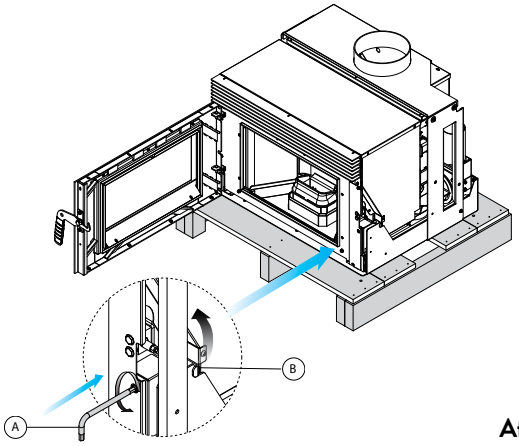
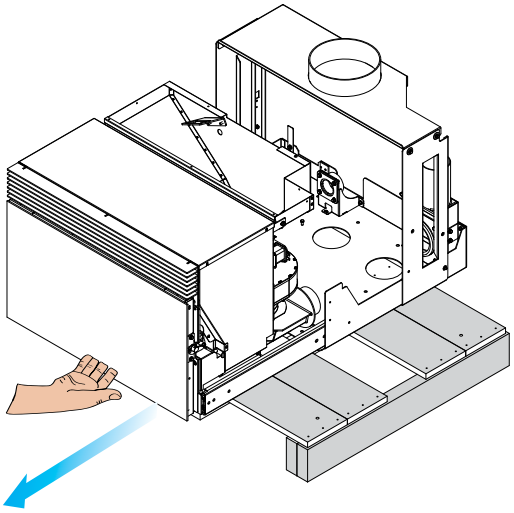

Afb. 6.1.2
Afb. 6.1.3
4) Steek de inbussleutel (A) in de bus van de begrenzer; draai de vergrendelingshendel tegen de klok in naar positie (B) (Afb. 6.1.2), sluit de deur en trek het apparaat naar buiten tot het einde van de rails (Afb. 6.1.3).